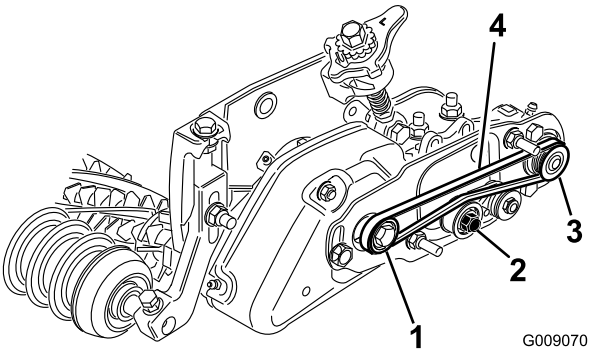

Figur 32
- Dra remmen runt den **drivna** skivan och sedan över mellanremskivan (Figur 32).
- Starta remmen på **drivskivan** (Figur 32).